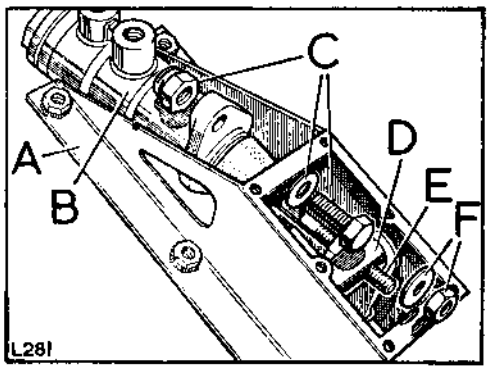

**Fig. H1-61. Fixings for master cylinder**
1. Fit the master cylinder to the brake pedal bracket See Fig. H1-61.